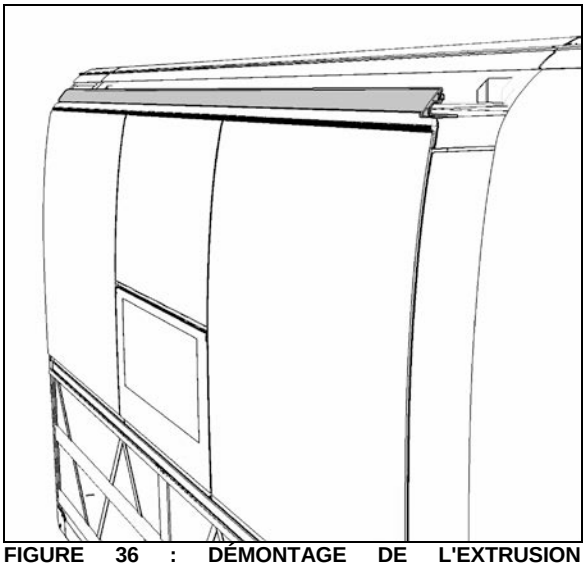

FIGURE 36 : DÉMONTAGE DE L'EXTRUSION SUPÉRIEURE
3. En utilisant un couteau, couper le produit d'étanchéité entre l'extrusion supérieure et le toit. (Figure 36) Ensuite, dévisser et démonter les vis d'extrusion extérieure centrales et les deux vis d'extrusion d'extrémité.